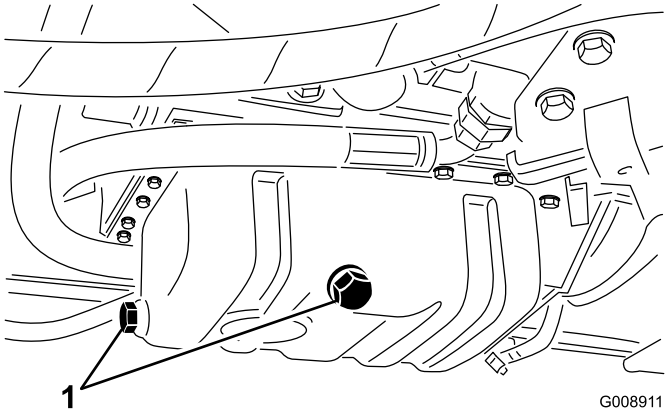

**Figur 64**
1. Fjern en af aftapningspropperne (Figur 64) og lad olien løbe ned i dræningsbakken. Når olien holder op med at løbe, skal aftapningsproppen sættes på plads.